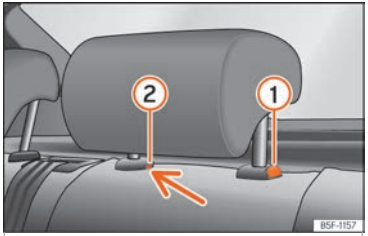

Fig. 115 Appui-tête arrière : démontage.
- Appuyez sur la touche ››› fig. 115 ①, en appuyant en même temps sur l'orifice de sécurité ② avec un tournevis plat de 5 mm de largeur maximum et retirez l'appuie-tête.